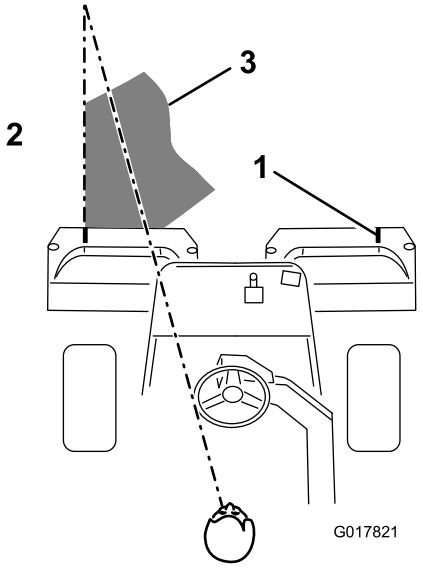

Figur 39
3. Overlapp den forrige returnarveien minimalt. For at du skal klippe i en rett linje over greenen og holde maskinen på lik avstand fra kanten på den forrige lengden du klippet, må du lage deg en siktelinje på ca. 1,8–3 m fremfor maskinen til kanten på den delen av greenen du ikke har klippet enda (Figur 39). Noen synes at det hjelper å inkludere den ytre kanten på styrehjulet som en del av siktelinjen, dvs. holde kanten på styrehjulet i en rett linje i forhold til et punkt som alltid har samme avstand til fronten på maskinen (Figur 39).